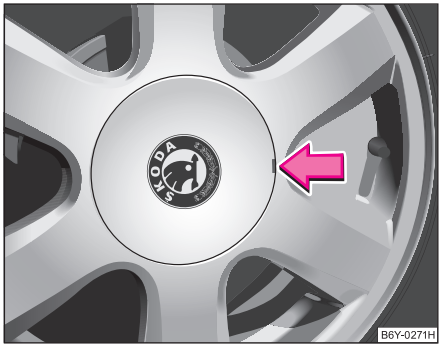

Fig. 154 Desprinderea ornamentelor
– Mişcați cu atenție ornamentul cu ajutorul cârligului ⇒ fig. 154. ■